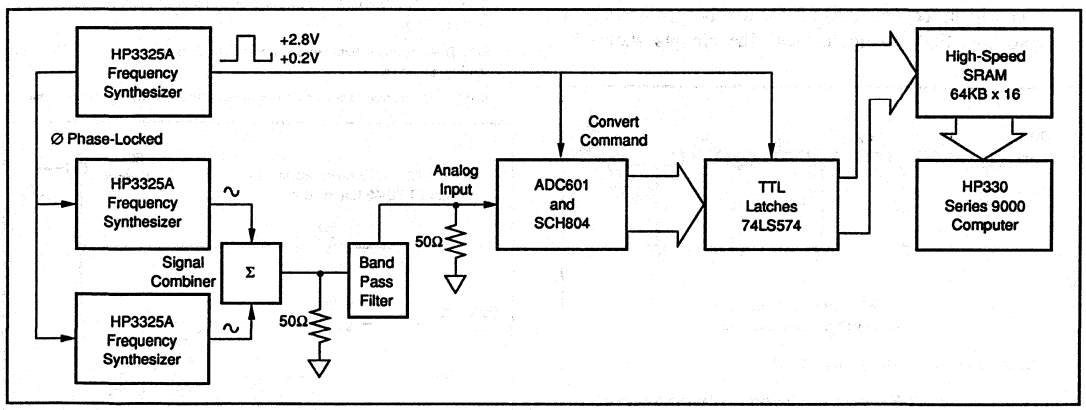

FIGURE 15. Block Diagram of FFT Test for Two-Tone IMD.
IMD two-tone testing shown in Figure 15 is referenced[3] to the larger of the test signals f_1 or f_2. Five "bins" either side of peak are used for calculation of fundamental and harmonic power. The "0" frequency bin (DC) is not included in these calculations as it is of little importance in dynamic signal processing applications.